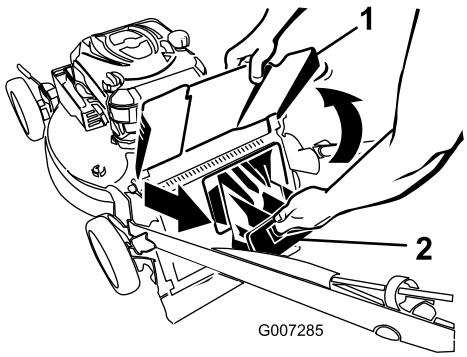

Figuur 20
2. Breng de afvoergeleider omhoog en houd deze omhoog (Figuur 20).
3. Trek de afsluiter van het achteruitwerpkanaal eruit (Figuur 20).